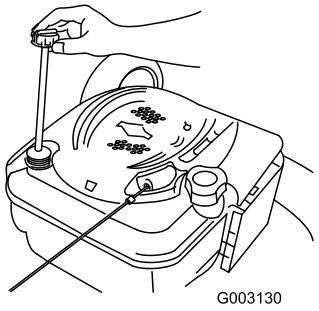

Figur 37
2. Tag målepinden ud (Figur 37).